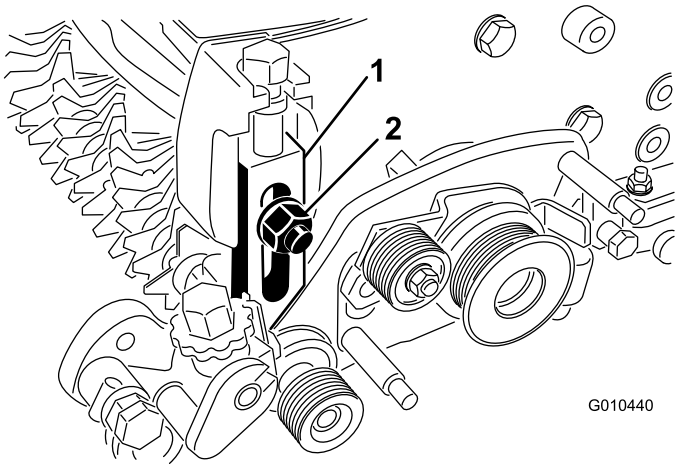

Figure 32
5. Remove the carriage bolt, nut, and washer securing the height-of-cut arm assembly to the sideplate (Figure 32).